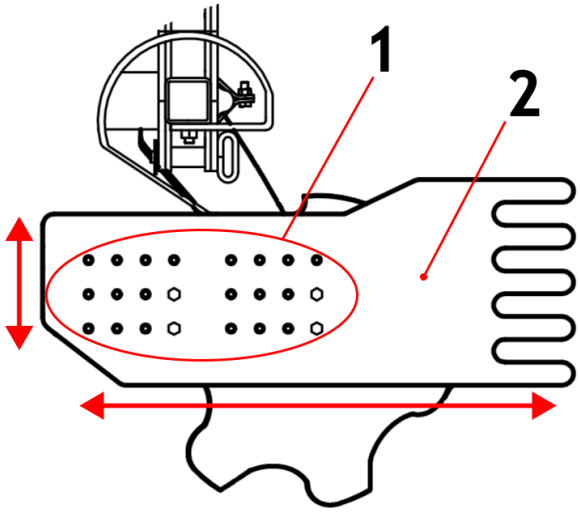

*Rysunek 29 Regulacja położenia ekranu bocznego (1 – otwory regulacji położenia ekranu bocznego względem uchwytu, 2 – ekran boczny)*
**Ekran boczny** należy ustawić i zablokować śrubą na takiej wysokości, aby znajdował się nad powierzchnią gleby i nie był narażony na uderzenia kamieni i zawieszanie się resztek pożniwnych. W razie potrzeby należy również przesunąć go do przodu lub tyłu, montując na dostępnych otworach regulacyjnych (rys. 29 poz. 1) tak, aby zatrzymywał glebę odrzucaną przez skrajny talerz przedni i zagarniał bruzdę za skrajnym talerzem tylnym.